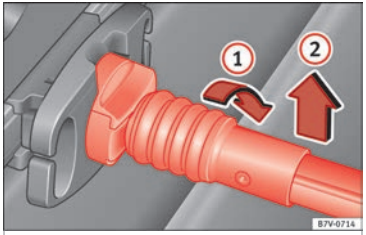

Fig. 172 Release the baggage net
- Rotate the attachment rod 90° to the right ››› **Fig. 172** (1) until you can see the red mark on the rod. Pull the attachment rod upwards (2).